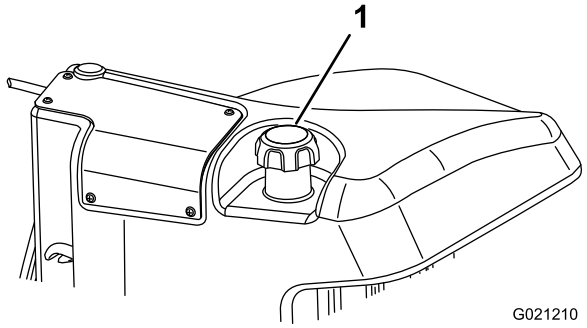

Figuur 30
3. Verwijder de dop van de brandstoftank (Figuur 30).